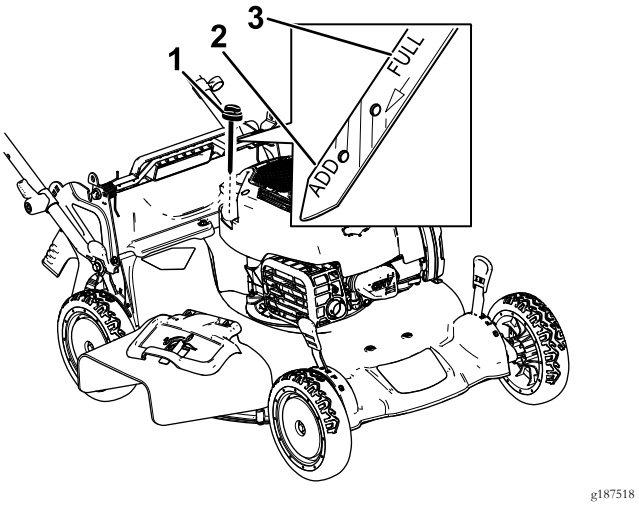

Рисунок 28
3. Выньте щуп, повернув крышку против часовой стрелки и вытянув ее (Рисунок 28).
10. Определите уровень масла по отметкам на щупе (Рисунок 28).